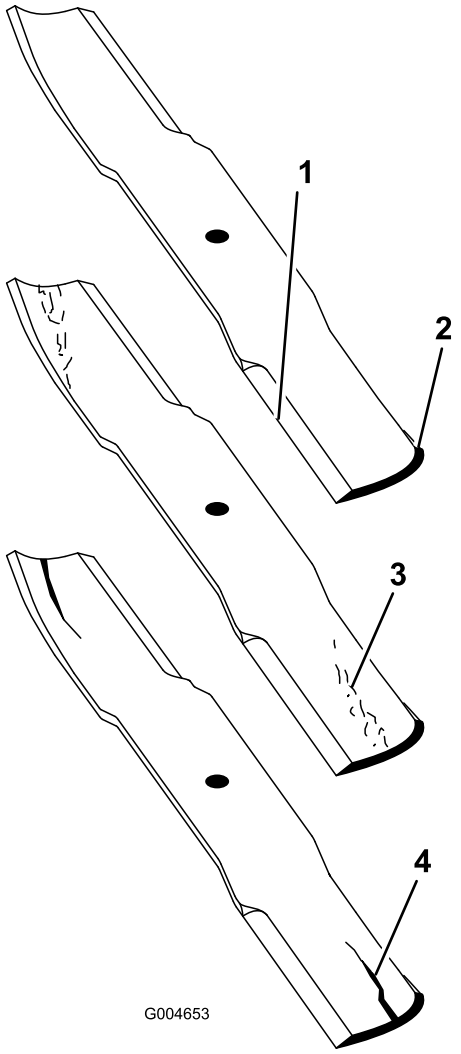

Figur 69
1. Efterse skærekanterne (Figur 69).
2. Efterse knivene, især det buede område (Figur 69).
Bemærk: Hvis kniven er beskadiget eller slidt, eller hvis der er antydning af en revne i dette område (Figur 69), skal du straks montere en ny kniv.